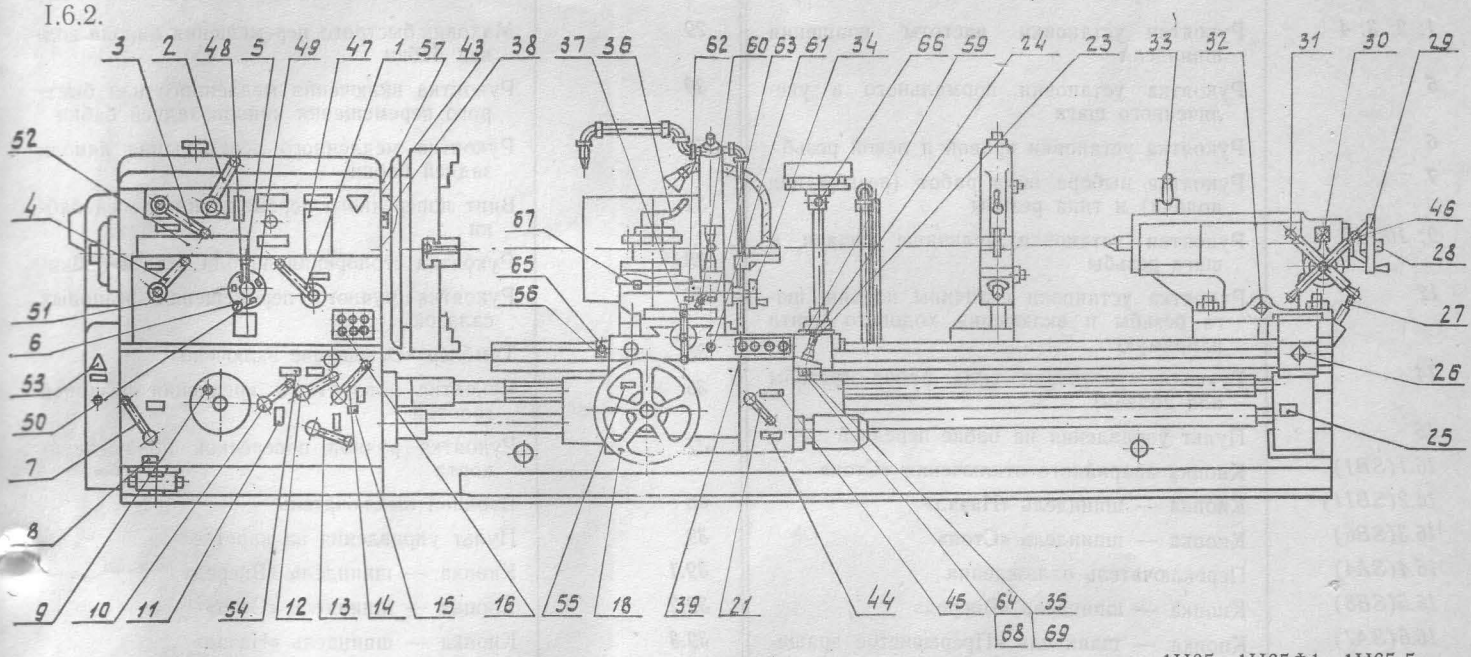

Рис. I.6.1. Общий вид с обозначением органов управления и табличек с символами станков мод. 1Н65, 1Н65Ф1, 1Н65-5, 1Н65Ф1-5, 1Н65Г, 1Н65ГФ1
6.1. Общий вид с обозначением органов управления и табличек с символами — на рис. I.6.1, I.6.2.